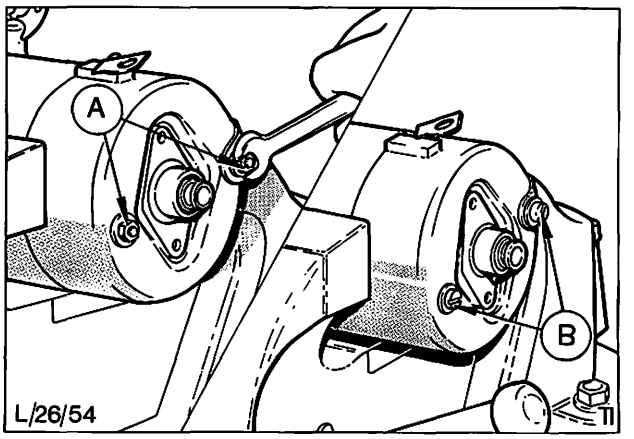

Abb. 58 A = Anlasser mit Muttern und Scheiben
5. Beide Muttern und Scheiben von den Gewindestiften, Abb. 58 „A", entfernen und Kollektorlagerschild abheben.
Bei verschiedenen Bosch-Anlassern werden Befestigungsschrauben anstelle von Muttern und Gewindestiften benutzt, Abb. 58 „B".